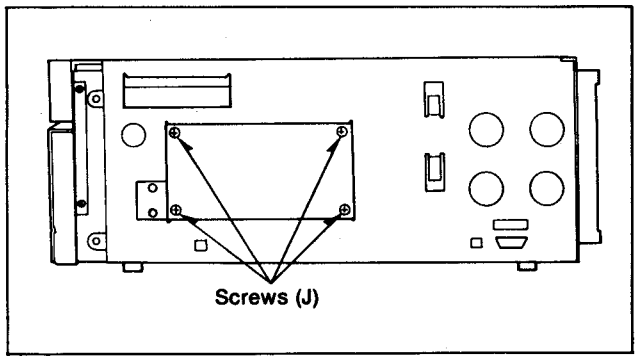

Figure D14
1. Unscrew the 4 screws(J) on the Sub Video C.B.A. (Figure D14) and carefully pull out the Sub Video C.B.A. from the unit.